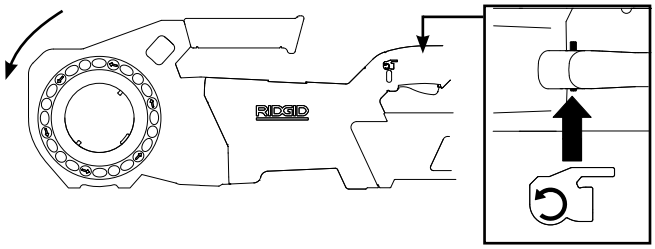

Figure 5B – Inverseur en position « Marche Arrière » (sens anti-horaire)
- Répétez ce processus avec l'inverseur en position « Marche Arrière *(Figure 5B).* Si le système d'entraînement ne tourne pas dans le sens voulu, ou que sa gâchette marche/arrêt ne fonctionne pas correctement, faites réparer l'appareil avant de l'utiliser à nouveau.